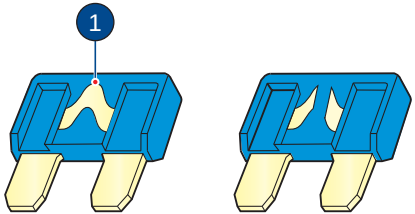

Fig. 86
- You can identify a blown fuse by the interrupted centre link (1) **(ref. Fig. 86)**.